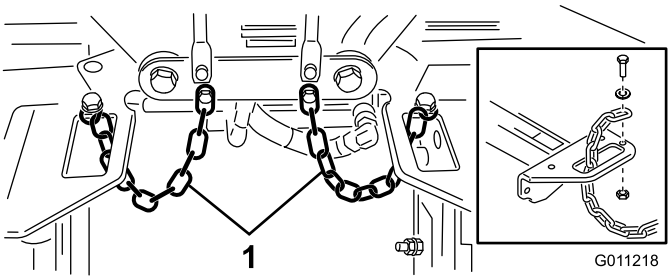

Figur 22
4. Før en tippekjetting opp gjennom sporet på enden av hver bæreramme. Fest tippekjeden til toppen av bærerammen med en bolt, en skive og en låsemutter (Figur 22).